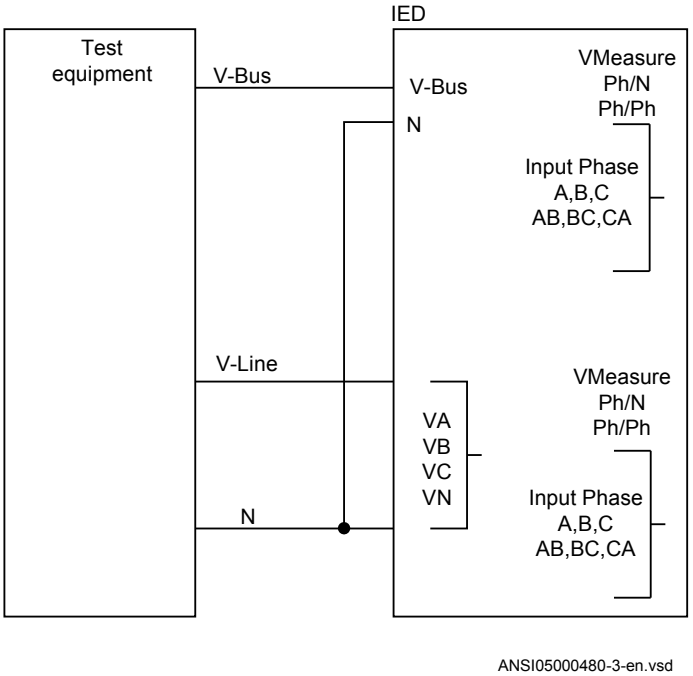

Figure 51: General test connection with three-phase voltage connected to the line side
Figure 51 shows the general test connection principle, which can be used during testing. This description describes the test of the version intended for one bay.
1. Use the same basic test connection as in figure 51.